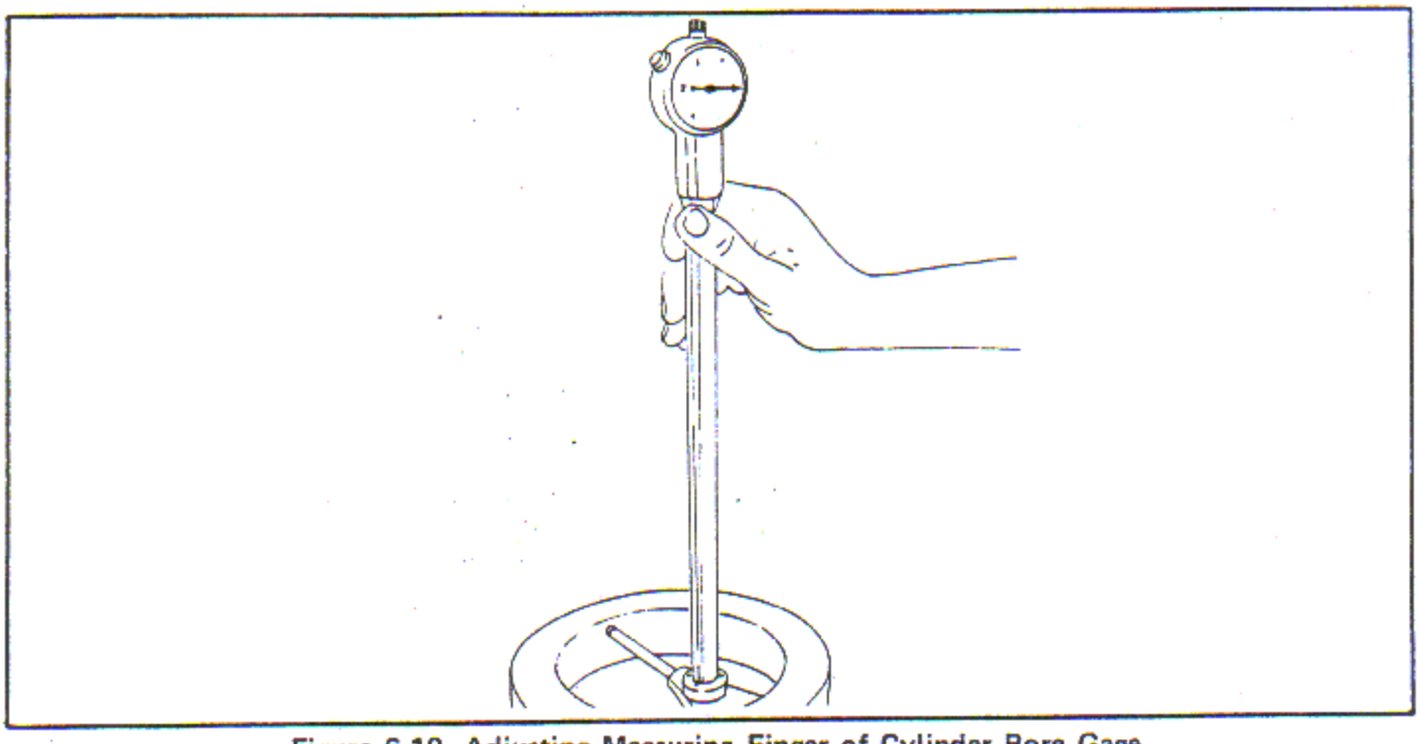

Figure 6-10. Adjusting Measuring Finger of Cylinder Bore Gage
a. Place cylinder bore measuring gage in the master ring gage, as shown in figure 6-10. Adjust the measuring finger.